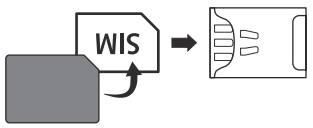

Fig. 28
1. Viewing the GSM interface from the top (with the lid removed) place the nano SIM on the SIM icon, with the SIM contacts facing down and following the SIM orientation, as shown in **Fig.28**.